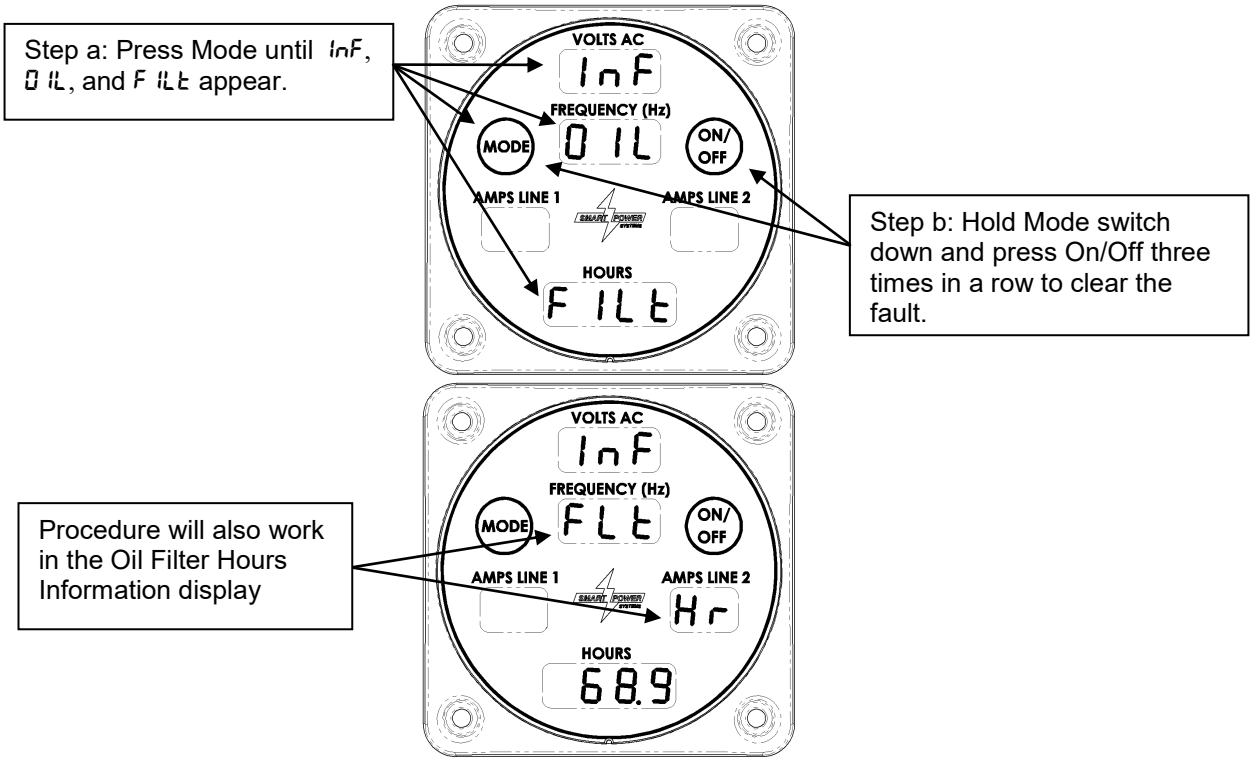

Figure 29 – Oil Filter Service Warning Display
a. Press the Mode switch repeatedly until one of the screens shown in Figure 29 appears.